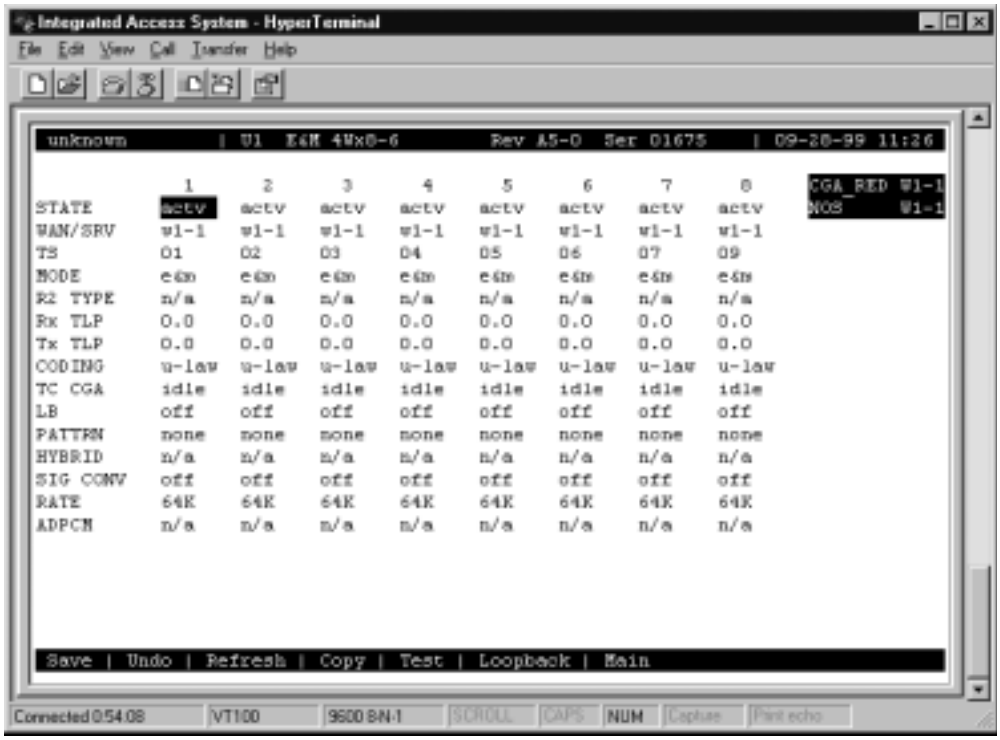

Figure 4-17.Typical E&M Card Time Slot Assignments
You can define a time slot map from any user card (data or voice) for connections involving that card, or from a WAN card for cross-connections involving only WAN cards. For example, Figure 4-17 shows the E&M Card Main Screen for the time slot assignments. Assign time slots to a voice card as follows:
2. Select the WAN port from which you want to assign time slots to the E&M card. In Figure 4-17, this is **W1-1** (for WAN 1, port 1).
3. Select a time slot (TS) for the first card port. A number appears at the bottom of the screen for the corresponding time slot on the WAN port.